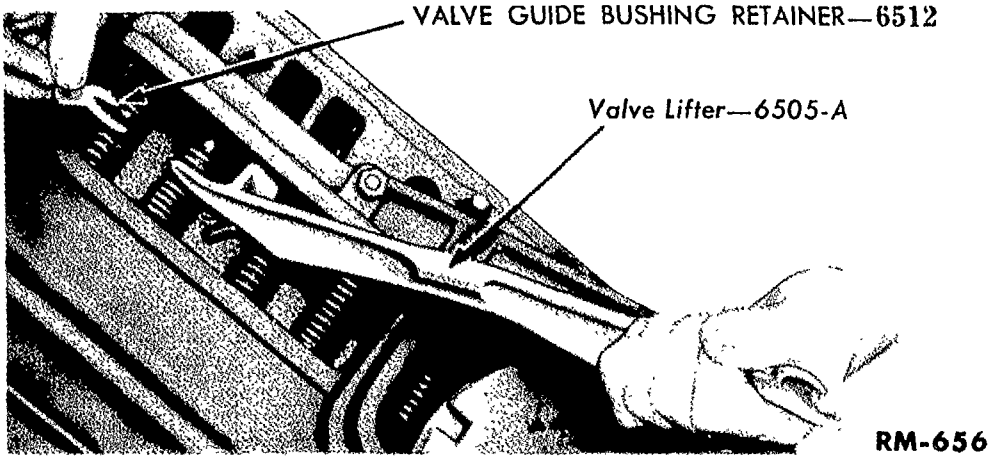

Fig. 40—Installing Valve Guide Bushing Retainer
c. Install Valve. Crank the engine until the push rod is at the bottom of its travel. Place the valve assembly in the engine. Compress the valve spring and insert the retainer as shown in fig. 40.